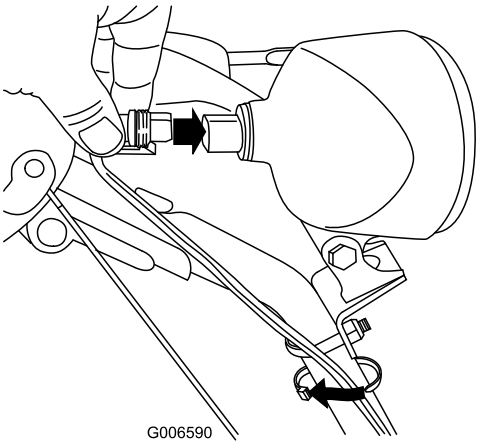

Figur 58
6. Sæt ledningsstikket ind bag på forlygten, indtil det sidder korrekt fast (Figur 58).